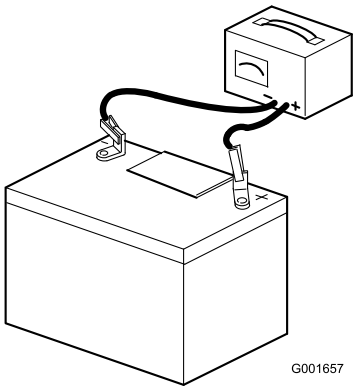

Figur 33
2. Slut en 3-4 ampere batterioplader til batteripolerne (Figur 33). Oplad batteriet ved 3-4 ampere i 4-8 timer.